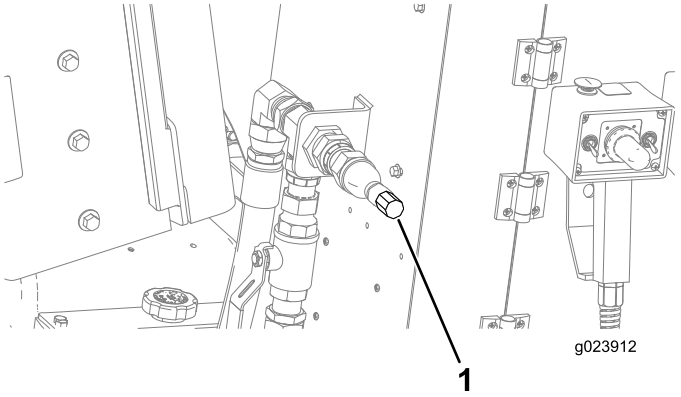

Rysunek 133
5. Podłączyć przewód giętki osprzętu natryskowego do złączki (Rysunek 133).